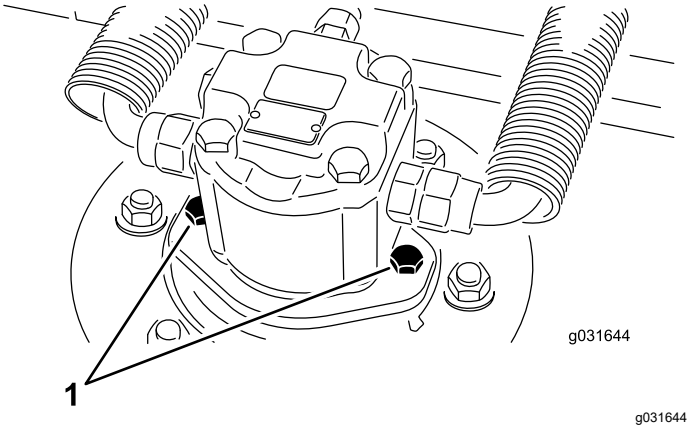

Figura 68
2. Rimuovete le viti di montaggio del motore idraulico e scollegate e staccate il motore idraulico dall'apparato di taglio (Figura 68).
4. Utilizzando le viti di montaggio del motore idraulico, montate il motore idraulico sull'apparato di taglio (Figura 68).